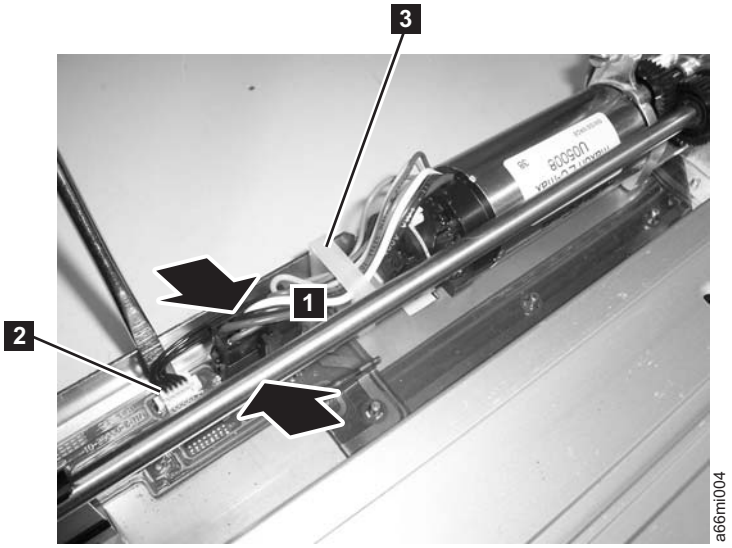

Figure 7-69. Y motor connector
3. Connect the small white connector (2 in Figure 7-69 on page 7-66).
4. Connect the large black connector. See Figure 7-69.
a. Pinch the latch on the cable connector (**1** in Figure 7-69).